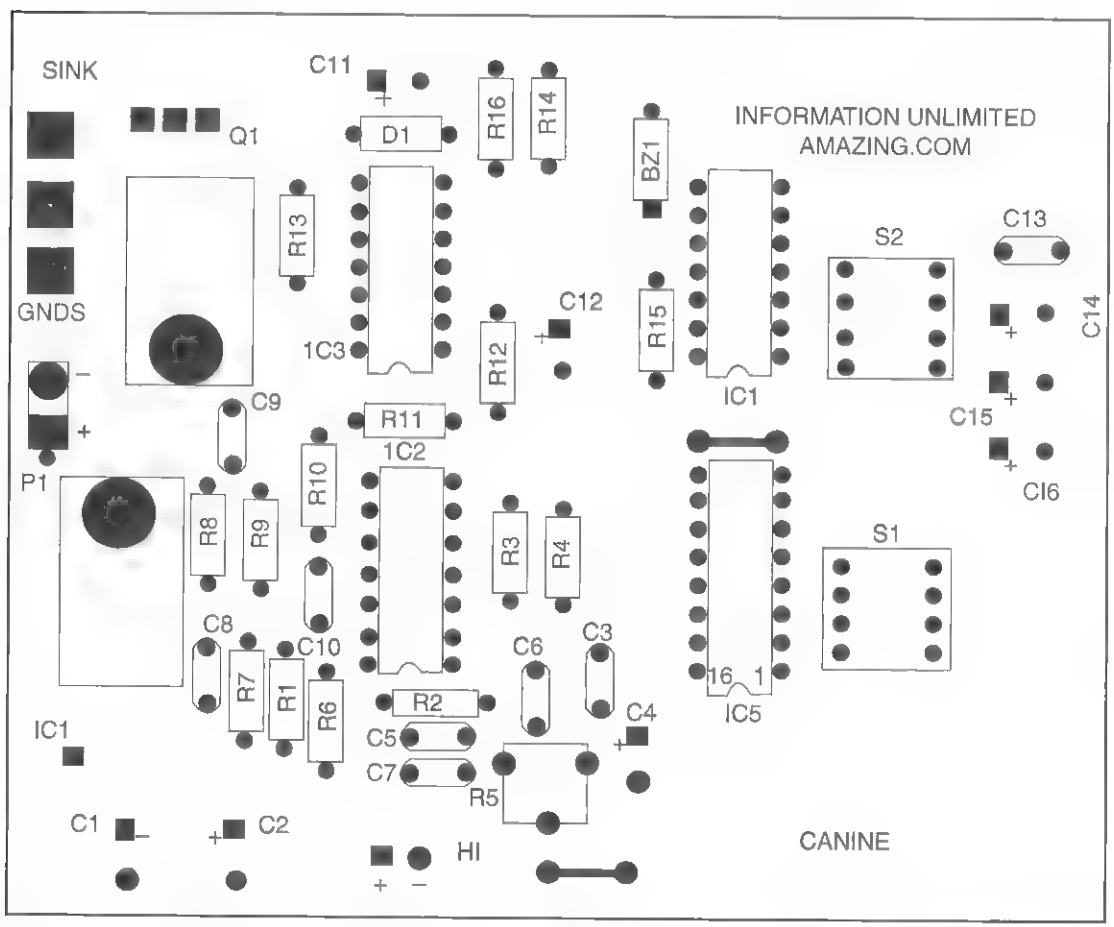
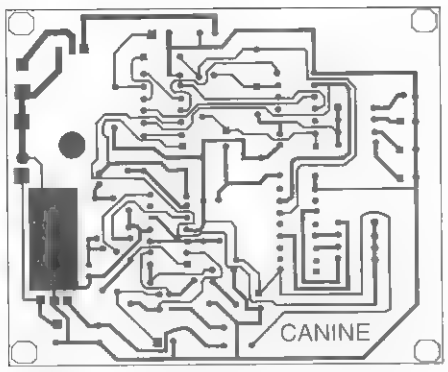

Figure 34-4 *Assembly of the circuit board*
Figure 34-5 *Assembly circuit board traces*
1. Assemble the circuit board as shown in Figure 34-4. Note that Figure 34-5 shows the foil traces of the printed circuit. It is not recommended that you assemble this circuit on a perforated vector board unless you are an advanced assembler.